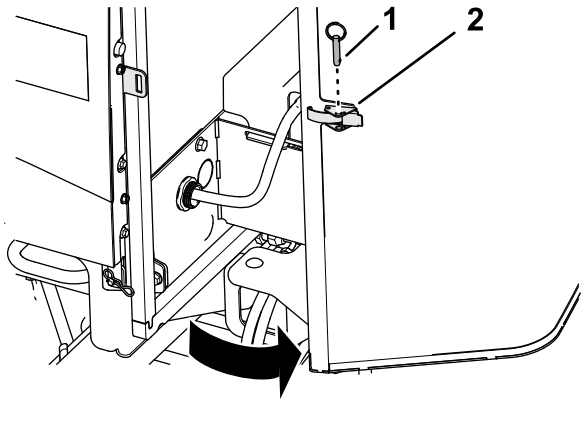

Рисунок 95
1. Извлеките штифт с кольцом из защелки решетки (Рисунок 95).